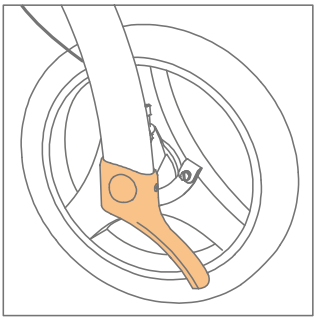
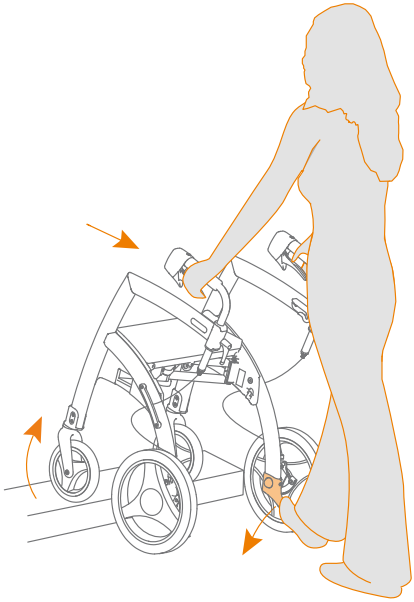

Figure 24: Use the curb assistant.
Figure 25: Getting on the curb or pavement or go over a threshold.
b. Push the left or right curb assistant **(Figure 24)** down with your left or right foot, while tilting the Rollz Motion towards you with your hands. This way, the front wheels get off the ground. Now push the Rollz Motion forward until you are clearly on the curb or over the threshold with the front wheels **(Figure 25)**.